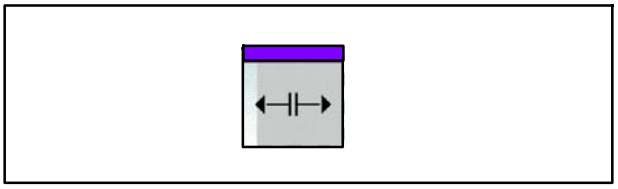

Fig. 147 Touche Ouvrir les genouillères
15. Si les genouillères sont fermées, les ouvrir en appuyant sur la touche Ouvrir les genouillères (Fig. 147)